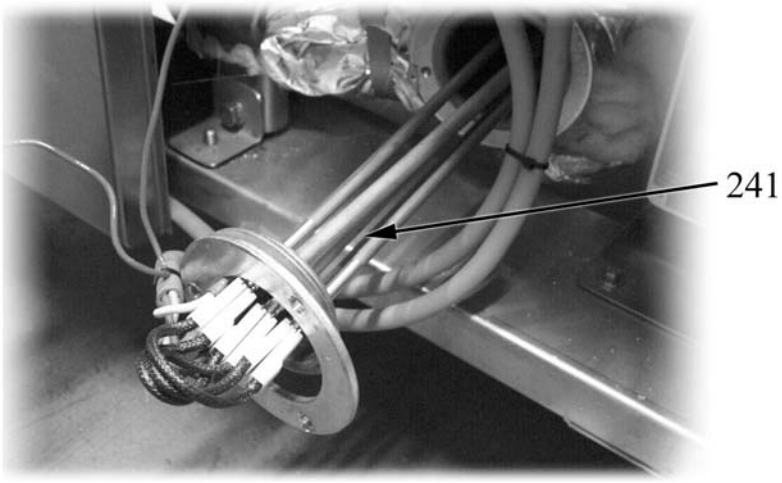

Fig. 25
- remove the heating element assembly pos. 241 in Fig. 25 ;